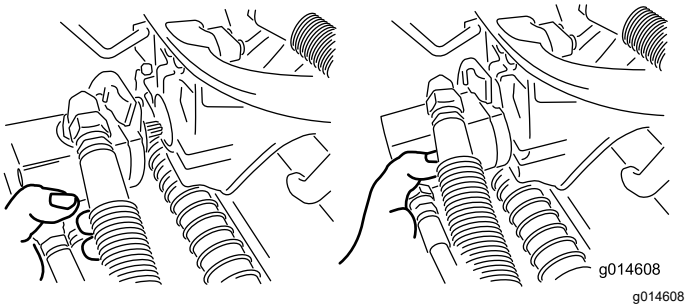

Figur 51
3. Flytt motoren til lagringsplassen foran på hjulopphengsarmen (Figur 51).